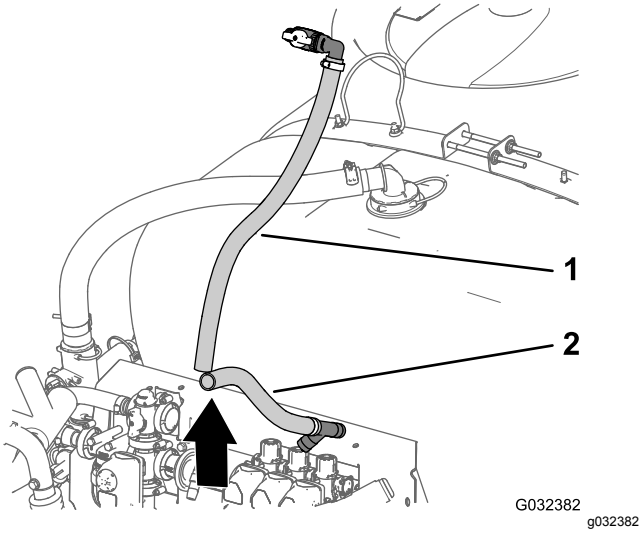

Figur 54
7. Ta bort de övre och nedre överströmningsslangarna från maskinen (Figur 54).